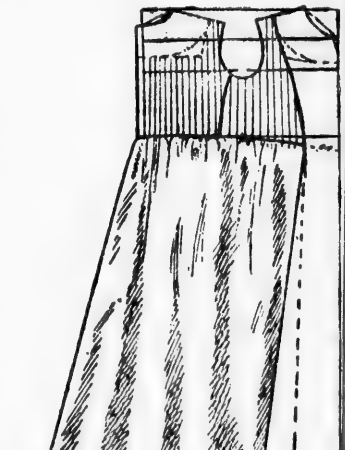

FIGURE 41
Après avoir tracé ou relevé le patron du corsage en ne marquant pas la couture du dessous de bras, on indique la largeur du tablier dans le haut aux $\frac{2}{3}$ environ de la largeur d'épaule, puis sa largeur à la taille, en partant du milieu du devant (I), de 5 à 6 cent. $5\frac{1}{2}$ en proportion moyenne ; on réunit ces deux points d'abord par une oblique, puis par une ligne s'écartant droite au milieu de 7 mill. (Voir la fig. 41.